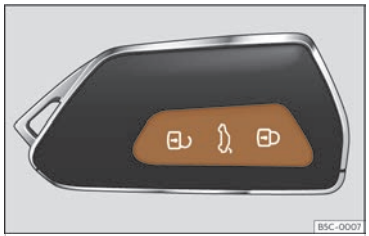

Fig. 73 Remote control key: keys.
- Lock: press the button ››› **Fig. 73**.